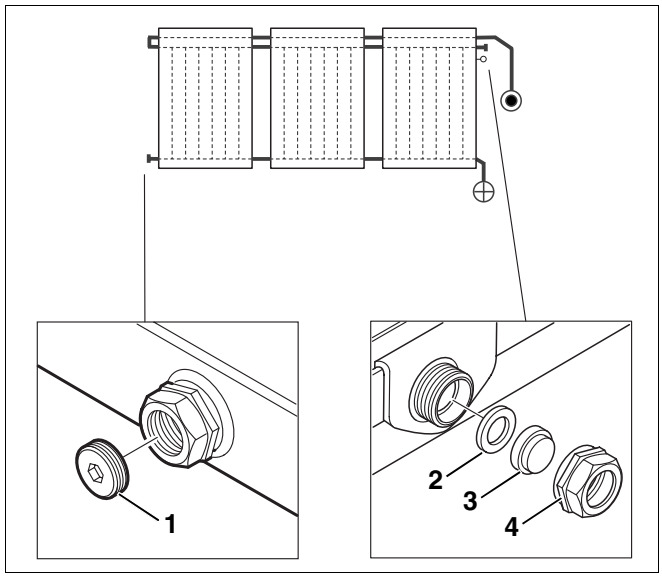

Afb. 39 Sluit de collectoraansluitingen die niet gebruikt worden af met een blindstop.
- Sluit de collectoraansluitingen van de buitenste collectoren, die niet gebruikt worden, af met de bijgeleverde blindstop (afb. 39, **pos. 1**), afsluitkap (afb. 39, **pos. 3**), wartelmoer (afb. 39, **pos. 4**) en dichting (afb. 39, **pos. 2**).Gebruik de bijgeleverde montagesleutel (eventueel met sleutel SW 10 tegenhouden).